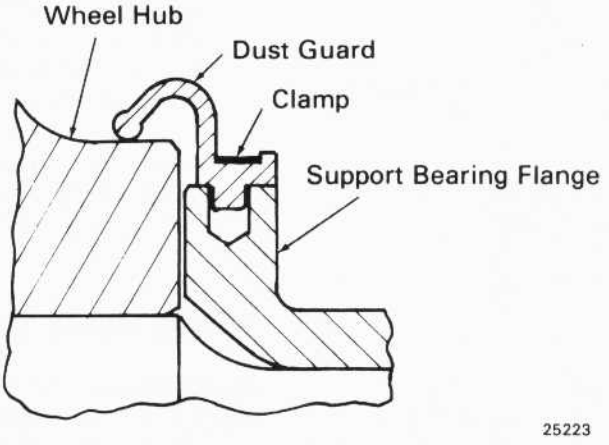

Fig.26 – Dust Guard Installation
8. The molded rubber dust guard is used to keep dirt and grit out of the support bearing. Check the dust guard for signs of wear, cracks, or deterioration before assembly. Replace dust guard with a new dust guard if required. Install dust guard over the commutator end support bearing flange and the wheel hub and hold in place with steel clamp as shown in Fig. 26.